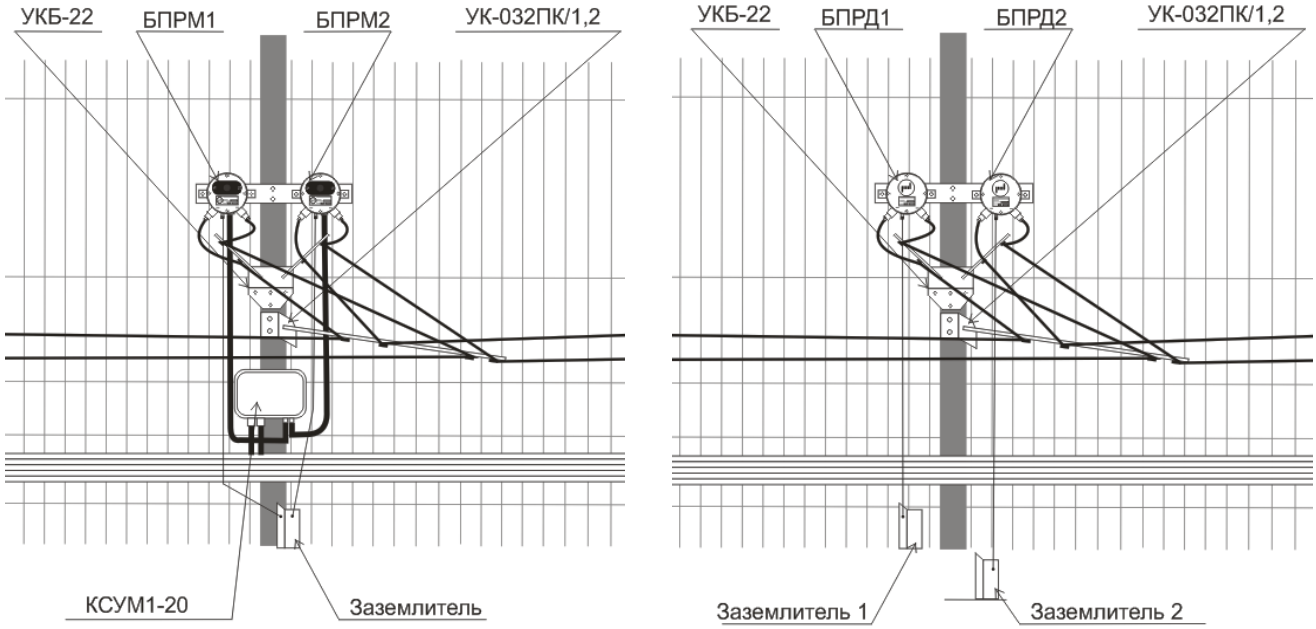

Рис. 10.23
10.3.5 БПРД и БПРМ смежных участков установить на заграждение и подключить к ним ВП и НП с помощью УКБ-22 (см. рис.10.23). ВП и НП от точки крепления на конечной консоли до ввода в БПРД и БПРМ не должны провисать и касаться посторонних предметов.